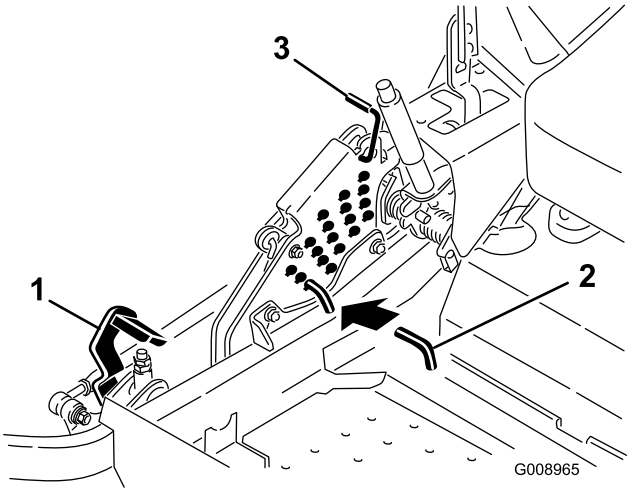

Figur 89
5. Skub pedalen til skjoldløft hele vejen frem, hvorefter skjoldet låses i transportpositionen på 14 cm (Figur 89).